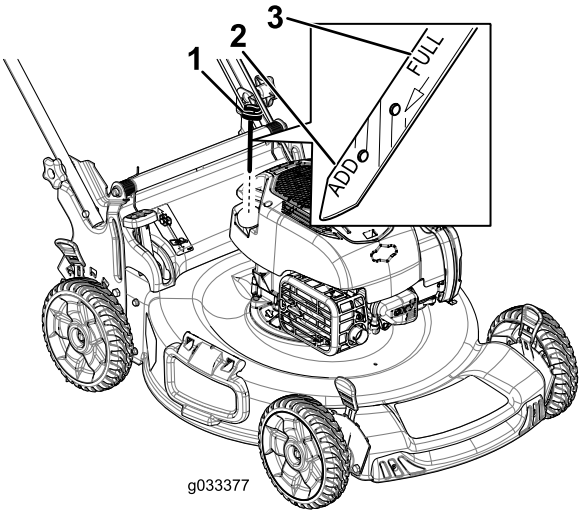

Figura 8
1. Retire a vareta do óleo (Figura 8).
2. Lentamente deite óleo no tubo de enchimento do óleo até que o nível do óleo atinja a marca "Full" (cheio) na vareta (Figura 8). **Não encha demasiado.**